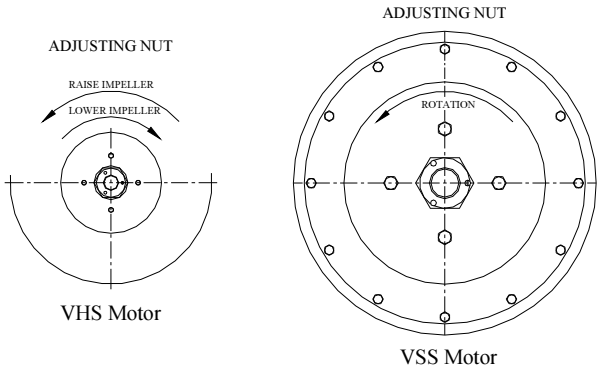

Figure 10
1. The driving mechanism of all hollow shaft driver is shown on Figure 10. The driveshaft extends up through the quill or hollow shaft of the driver and is held in place by an adjusting nut, which not only carries all the static and hydraulic thrust of the impellers and shaft but also provides the adjustment for the impeller clearances. The head shaft is connected to top shaft (or stub shaft) by a threaded coupling or a rigid flange coupling.
NOTE: There are three or five holes in the adjusting nut and only four in the motor coupling. See Figures 10.